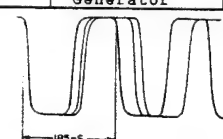

Fig. 4-108
(6) Deviation Adjustment (Figs. 4-108, 4-151)